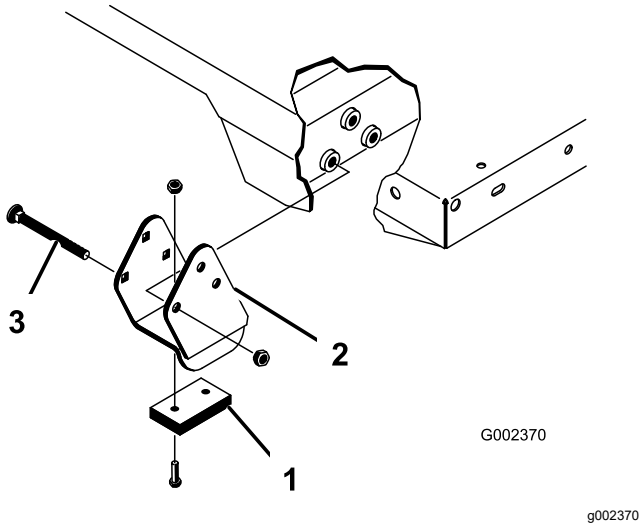

Figura 23
Asegúrese de instalar los espaciadores y las pletinas de desgaste (Figura 23) con las cabezas de los pernos de cuello cuadrado dentro de la máquina.
2. Coloque la plataforma con cuidado sobre el bastidor de la máquina, alineando los taladros de las placas de giro traseras con los taladros del perfil trasero del bastidor, e instale los 2 pasadores y las chavetas (Figura 23).
4. Inserte el pasador desde la parte exterior de la plataforma, con la chaveta hacia fuera (Figura 23).